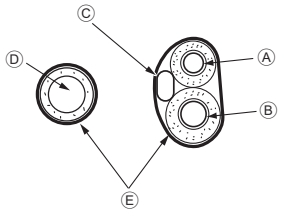

**Fig. 3-11**
4. Si la pression diminue à l’étape (2) ou (3), il y a une fuite de gaz. Rechercher l’origine de la fuite de gaz.
**Extraction et traitement de la tuyauterie et du câblage (Fig. 3-11)**
2. Envelopper la bande de feutre ③ autour des tuyaux de réfrigérant et du tuyau d’écoulement dans l’espace de tuyauterie de l’appareil intérieur.
• Envelopper la bande de feutre ③ correctement à partir de la base de chaque tuyau de réfrigérant et du tuyau d’écoulement.
• Faire chevaucher la bande de feutre ③ sur la moitié de la largeur de la bande.